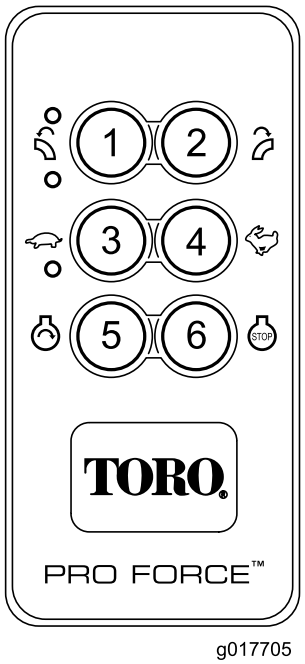

Figuur 12
4. De motorstarter wordt pas in werking gesteld als u de startknop indrukt terwijl de modus voor motorstartinschakeling actief is. De modus voor motorstartinschakeling wordt pas actief als de volgende sequentie om de motor te starten is uitgevoerd (Figuur 12).